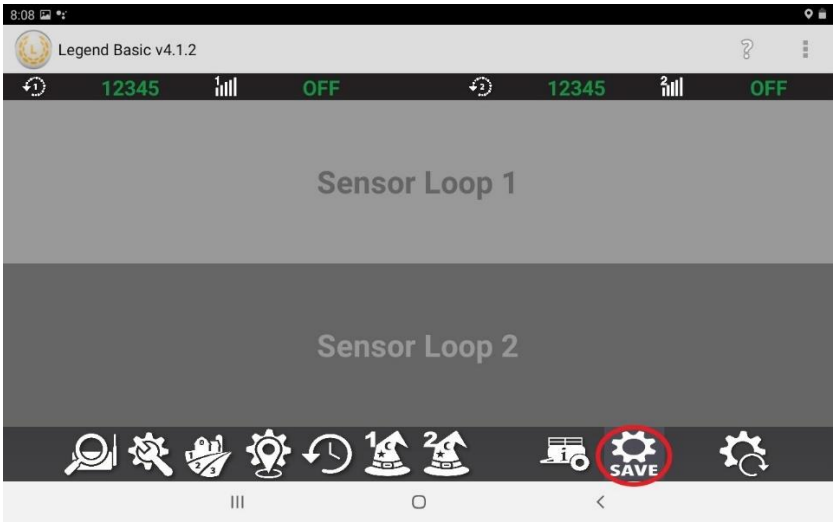

Figure 1.9
15. Now that you have entered all the basic specifications for your seeding setup, it is recommended you save the setting you've entered by tapping the save settings icon as in figure 1.9.